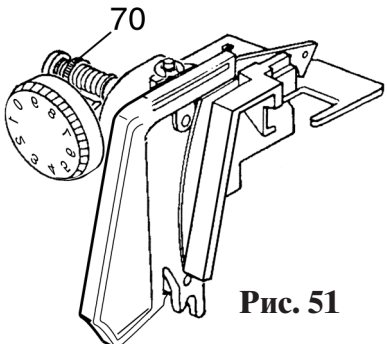

Рис. 51
- Сначала свинтите до отказа влево гайку с накаткой 70 (рис. 51).